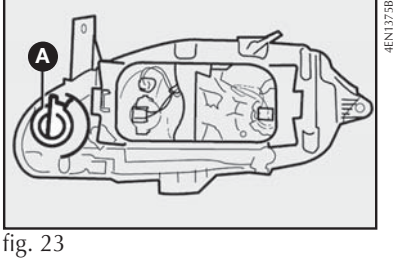

fig. 23
1) retirar o porta-lâmpadas **A-fig. 23** girando-o no sentido horário;